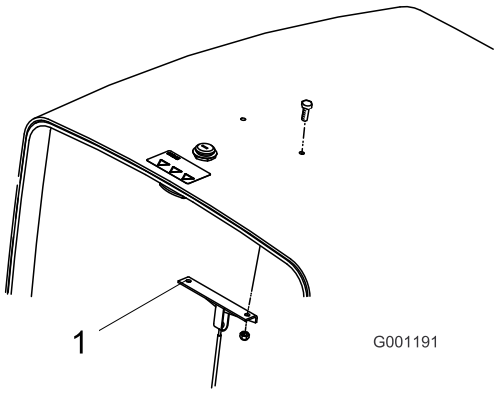

**Figur 4**
1. Fjern og kasser de to skruer og møtrikker, der holder hjelmens kabelbeslag fast på motorhjelmens underside (Figur 4).